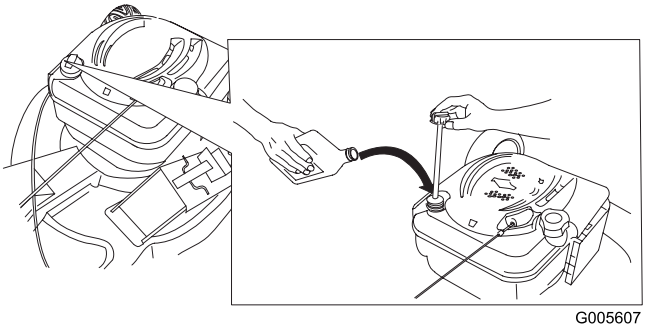

Figur 9
1. Fjern peilestaven (Figur 9).